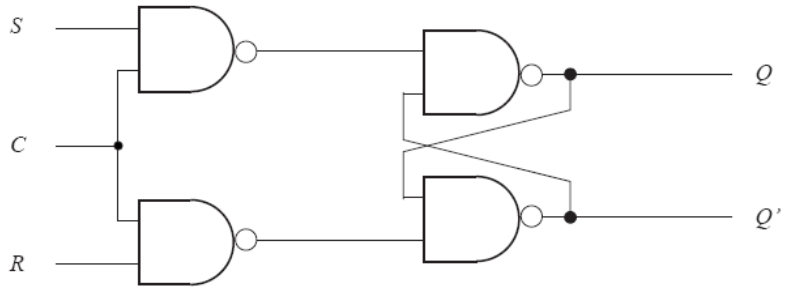

Figure. 1
1. Build the SR latch shown in Fig.1. Q and Q' outputs are connected to LED's of the CADET.